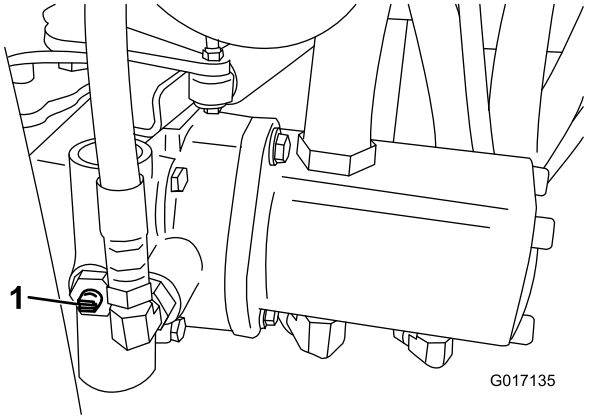

Figur 31
1. Lokalisera överströmningsventilen på pumpen och vrid den så att skåran är lodrät (Figur 31).
2. Stäng överströmningsventilen genom att vrida den så att skåran är vågrät (Figur 31) innan du startar motorn. Starta inte motorn när ventilen är öppen.